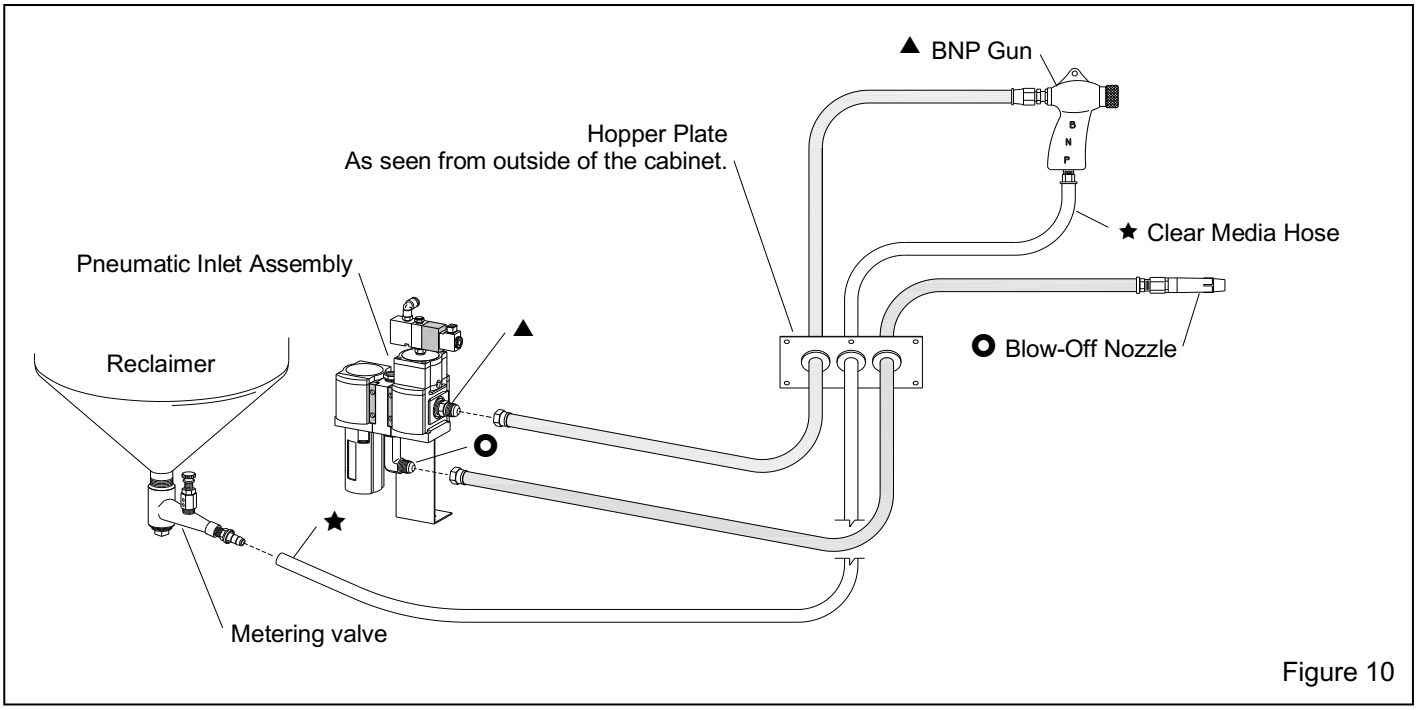

Figure 10
### 2.6 Connect Media Hose and Air Hoses – Figure 10
**2.6.1** Refer to Figure 10 and attach the ★clear media hose from under the cabinet hopper to the metering valve at the bottom of the reclaimer hopper by pushing the hose onto the barded fitting.